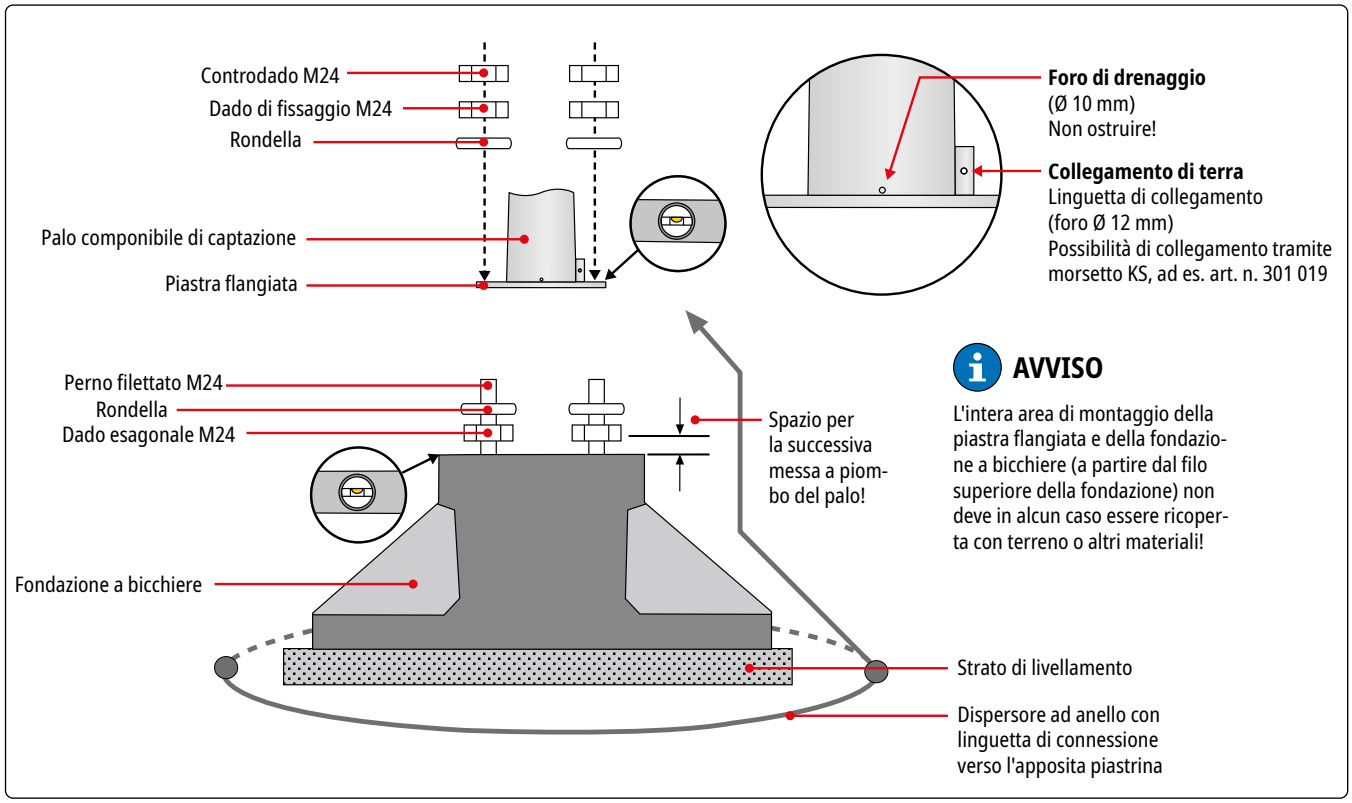
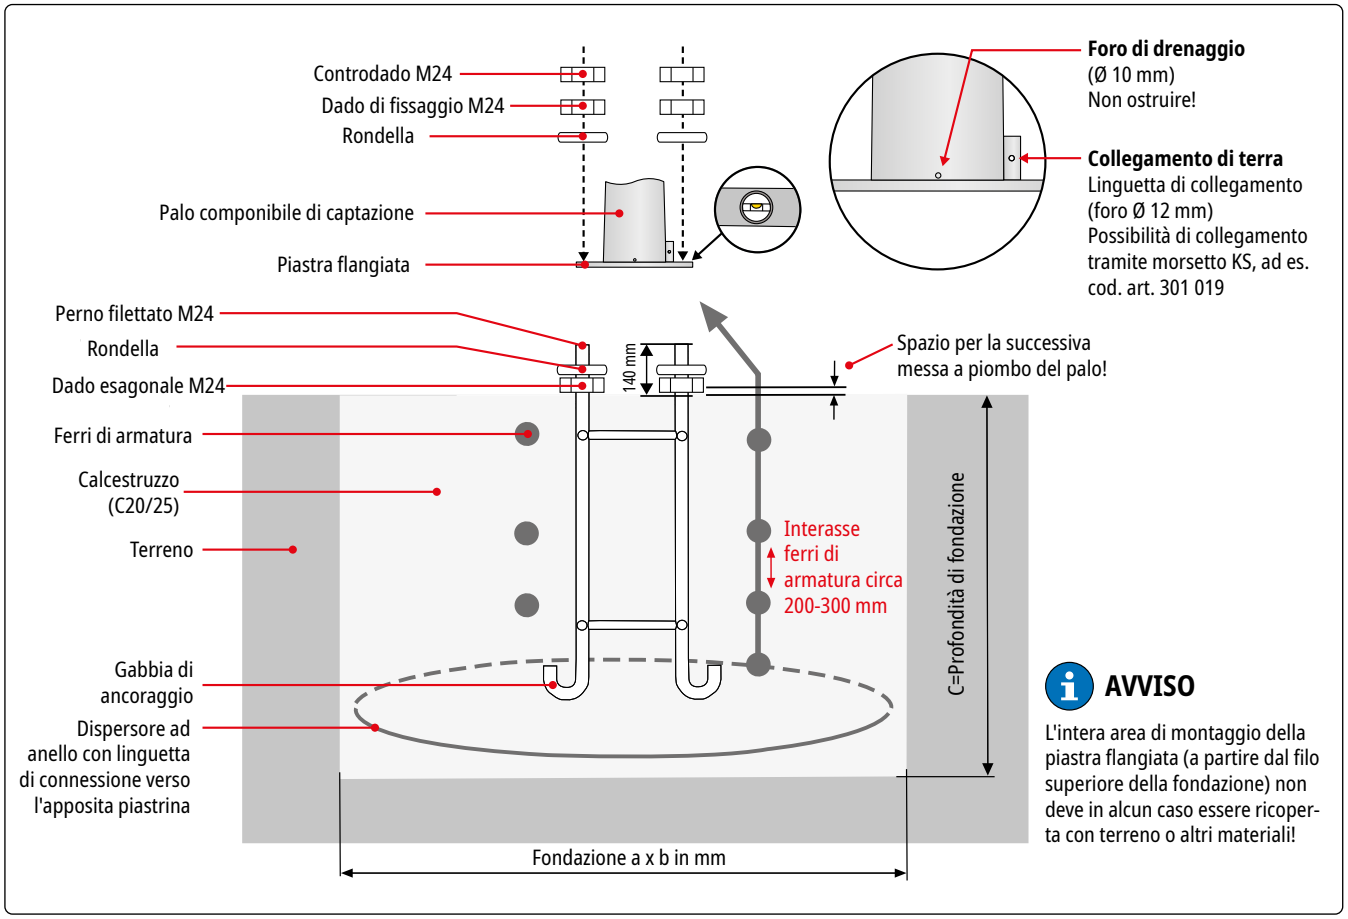

Figura 6 Illustrazione schematica: Montaggio del palo su fondazione a bicchiere
Figura 10 Illustrazione schematica: Montaggio del palo su fondamenta in cemento in loco
- L'intercapedine tra la piastra flangiata e la fondazione **non** deve essere sigillata a tenuta stagna. A installazione ultimata, è necessario verificare periodicamente che l'acqua piovana e di condensa defluisca correttamente dall'interno del palo. Il foro di drenaggio (D = 9-10 mm) situato sopra la piastra flangiata deve rimanere libero e non va ostruito (vedere Figura 6).
La profondità di fondazione e le dimensioni delle fondamenta in cemento a x b x c per i pali sono riportate in Tabella 9 (vedere anche Figura 10).
2. Predisposizione dei perni filettati sulla fondazione: Inserimento dei dadi M24 e delle rondelle per la messa a piombo del palo (vedere Figura 6 o Figura 10)